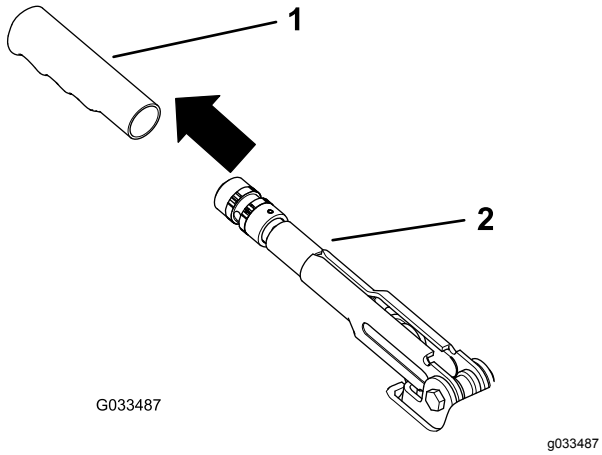

Figur 58
1. Fjern gummihåndtaket fra parkeringsbremsespaken (Figur 58).
5. Monter gummihåndtaket på parkeringsbremsespaken (Figur 58).